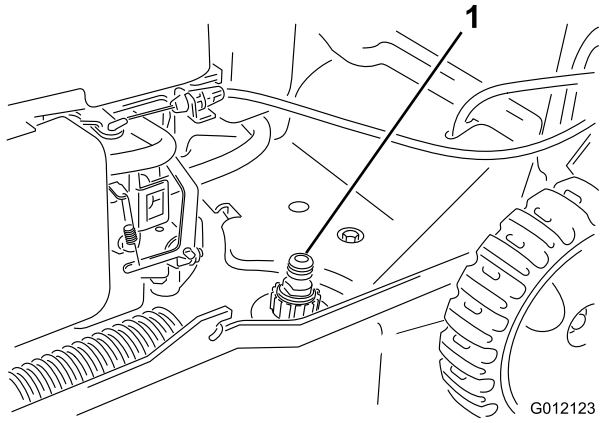

Figuur 26
3. Bevestig een tuinslang die aangesloten op een kraan, aan de wasaansluiting op de maaikast (Figuur 26).